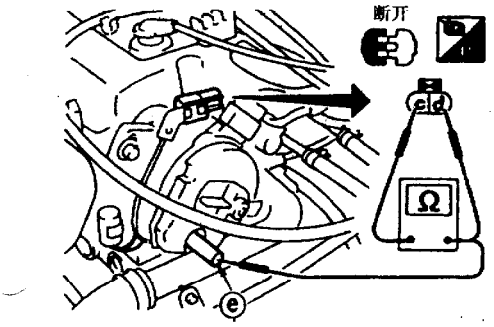

图 8－6－10　测量点火线圈
(1) 断开点火线圈线束插头，取下分电器盖。
(2) 如图 8－6－10 所示，测量点火线圈的电阻，其值应符合表 8－6－4。若不合格，则更换分电器总成。